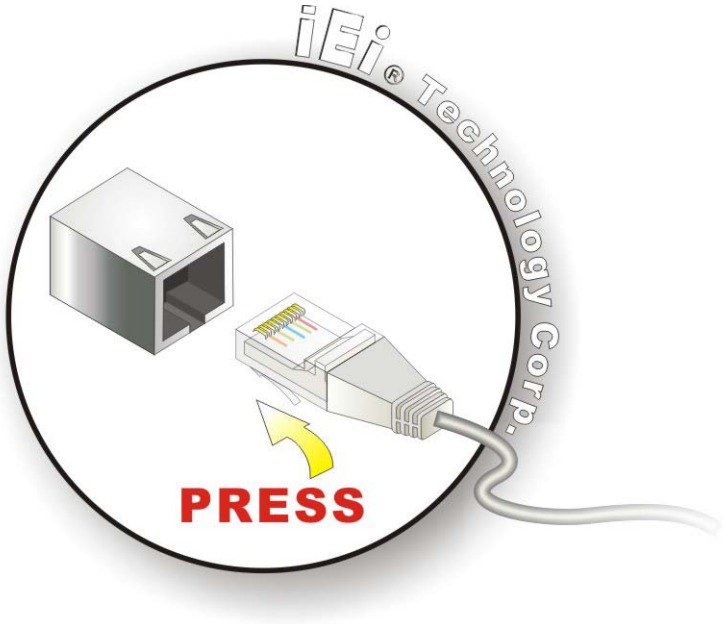

Figure 3-15: LAN Connection
Step 2: **Align the connectors.** Align the RJ-45 connector on the LAN cable with one of the RJ-45 connectors on the TANK-760. See **Figure 3-15**.